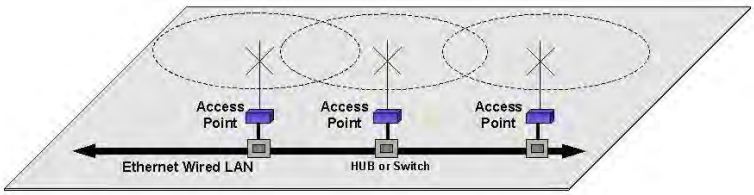

Figure 1: Conventional Access Point Diagram
With a conventional IEEE 802.11g or 802.11a Access Point (AP) network, all of the APs have to be interfaced to a common network either by hardwire, see Figure 1, or a separate, dedicated RF backbone. The Model Horizon can create this RF backbone, bridge Ethernet networks connected to the wired Ethernet port and provide the wireless canopy for 802.11 clients simultaneously.